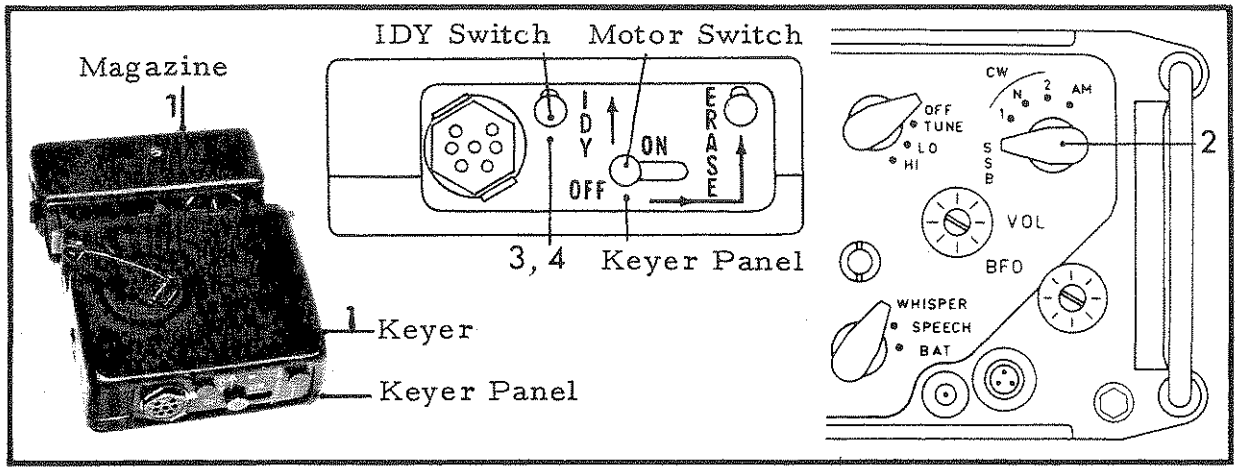

FIG 48
138. Tuning Sequence. The sequence references are also the serials of Fig 48.
(3) Fig 48 Operating Sequence C - Using High Speed Burst Transmission Facility.
(4) Para 138 Tuning Sequence - Radio Set, GRC-F2.
(5) Para 140 Operating Sequence - Radio Set, GRC-F2 using Power Supply, PP-F1.